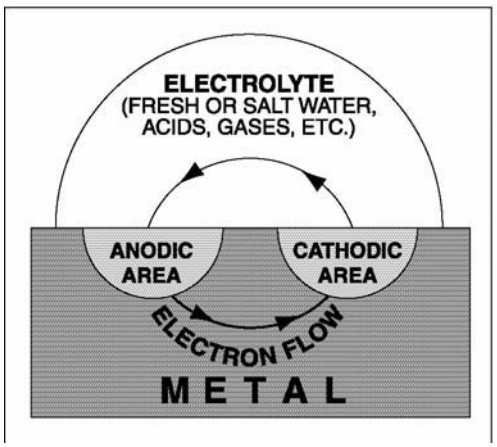

Figure 1-1. Diagram of a Simplified Corrosion Cell and an Example of Raised Corrosion Product
1.4.4 Electrical Path. Electrical contact between the anode and cathode (usually in the form of metal-to-metal contact) must exist so that electrons can move from the anode, where they are released, to the cathode. Eliminating any one of these four conditions, illustrated in Figure 1-1, will stop corrosion. For example, a paint film on a metal surface will prevent the conducting liquid (electrolyte) from connecting the anode and cathode, thereby stopping the electric current. Another example is when two connected dissimilar metal parts placed in pure water corrode very slowly because of the lack of ions to conduct the electric current. In seawater, the corrosion reaction is accelerated by a factor of 1,000 or more.